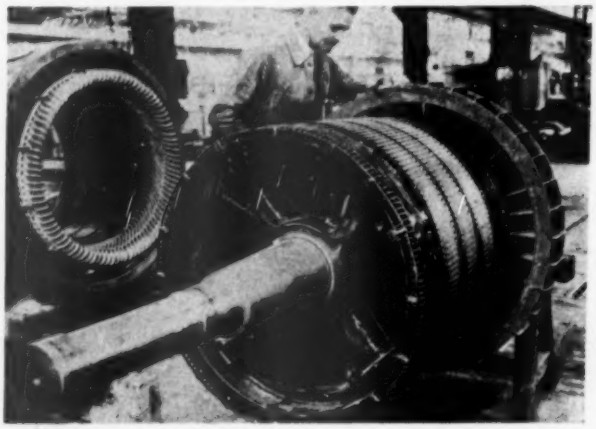

Fig. 2. — Rotor de la *Compagnie générale électrique de Nancy.*
a) Fils et méplats traités en déroulement continue par le procédé « Firubal I » : trieur magnétique, galettes de transformateur de soudure, bobinage d'un gros électro-aimant de levage (fig. 1), bobines d'allumage, électro-aimants de lave-glace, bobinage complet d'un moteur sujet à des surchages (fig. 2), bobinage complet d'un ralentisseur magnétique à usage industriel.